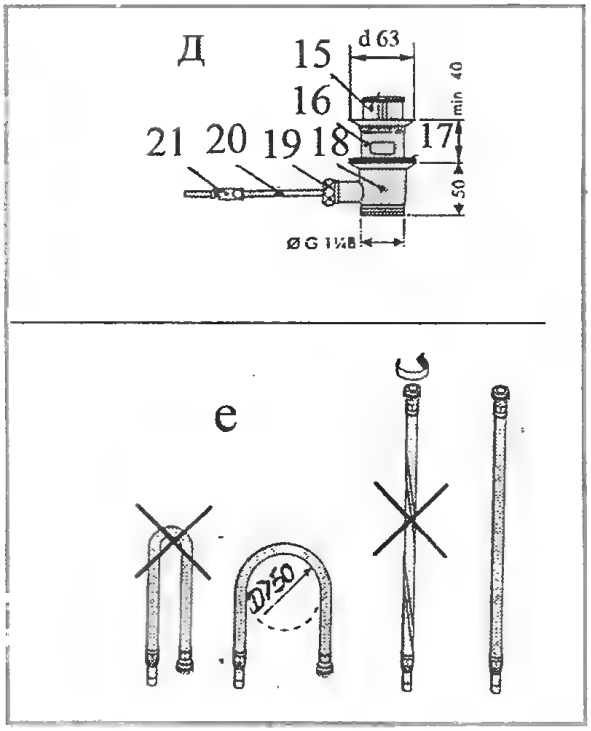

Рис. 3 (2).
Рис. 3 (1). Монтаж на умывальниках однорычажных настольных смесителей серии «Метрис»: *а* – № 31 001 с донным клапаном; *б* – № 31 002 с донным клапаном; *в* – № 31 006/31 007 с цепочкой и пробкой; *г* – № 31 010 с донным клапаном; *д* – донный клапан; *е* – допустимые изгибы трубок латунных; *1* – трубка горячей воды; *2* – трубка холодной воды; *3* – спецгайка; *4* – шайба металлическая; *5, 6* – шайба пластмассовая (резиновая); *7* – полка умывальника; *8* – шпилька; *9* – основание; *10* – накидная гайка; *11* – пробка; *12* – цепочка; *13* – кольцо цепочки; *14* – тяга вертикальная; *15* – заглушка; *16* – остов; *17* – прокладка резиновая; *18* – спецвыпуск; *19* – сальник; *20* – тяга горизонтальная; *21* – шарнир.
Монтаж однорычажного смесителя на полку умывальника производят пооперационно (рис. 3).